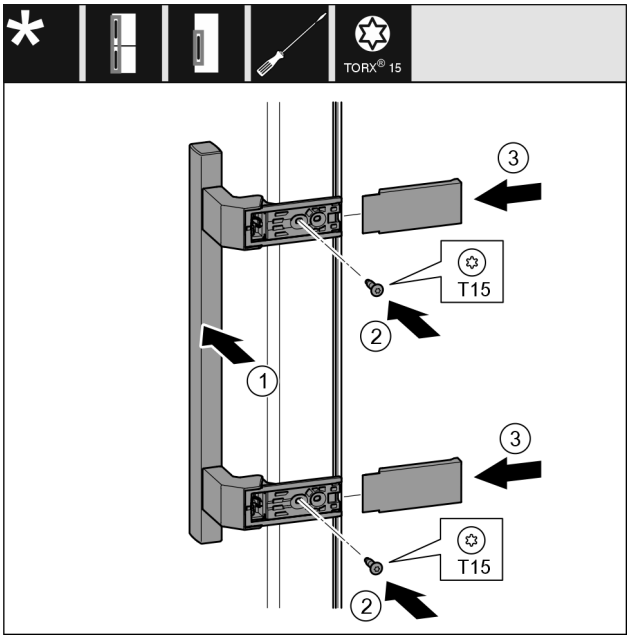

Fig. 55
- ▶ Griff *Fig. 55 (1)* auf der Gegenseite ansetzen.
- ▶ Schrauben *Fig. 55 (2)* mit Schraubendreher festschrauben.
- ▶ Abdeckungen *Fig. 55 (3)* seitlich ansetzen und aufschieben.